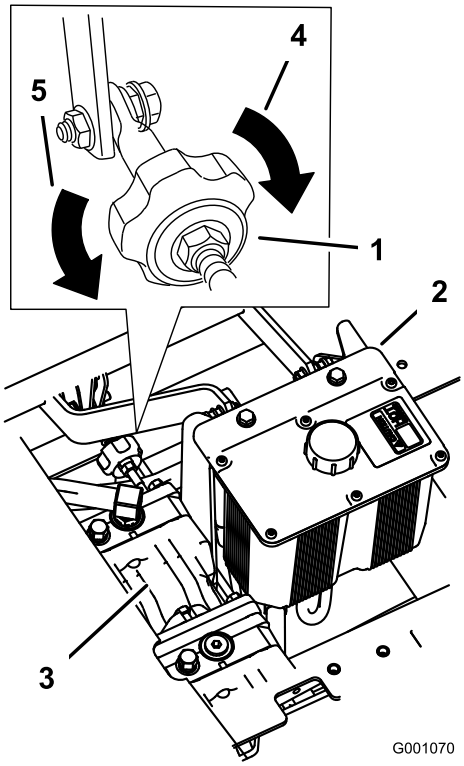

Figur 49
4. For at få maskinen til at køre til højre skal du dreje knappen mod maskinens højre side. Se Figur 49.
5. For at få maskinen til at køre til venstre skal du dreje knappen mod maskinens venstre side. Se Figur 49.